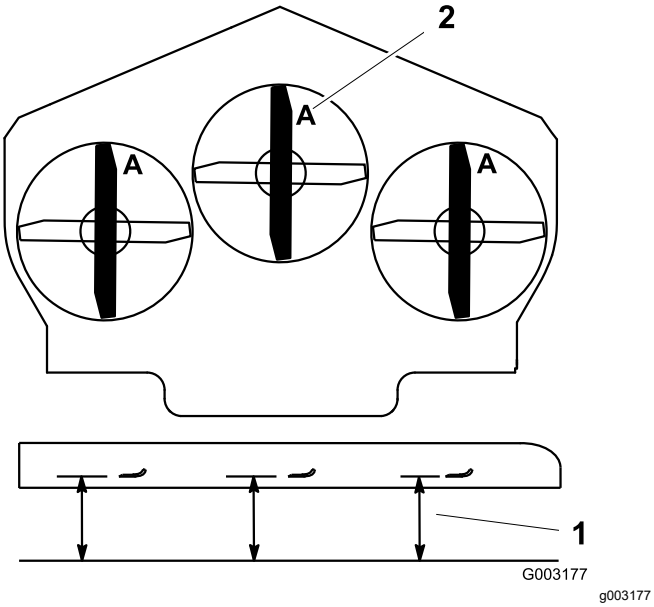

Figur 108
4. Mät från en plan yta till knivens egg vid punkt **A** på knivarna (Figur 108).